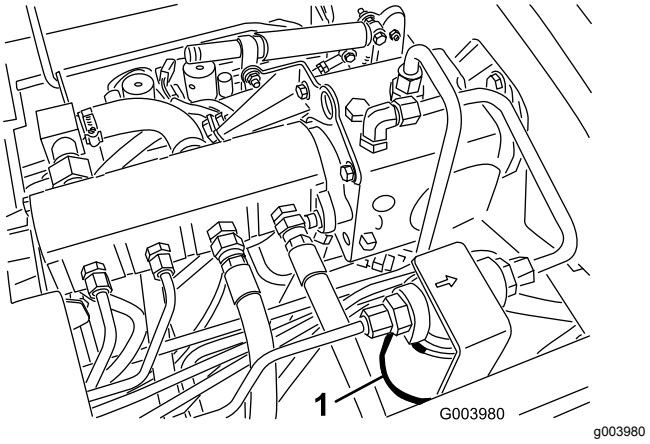
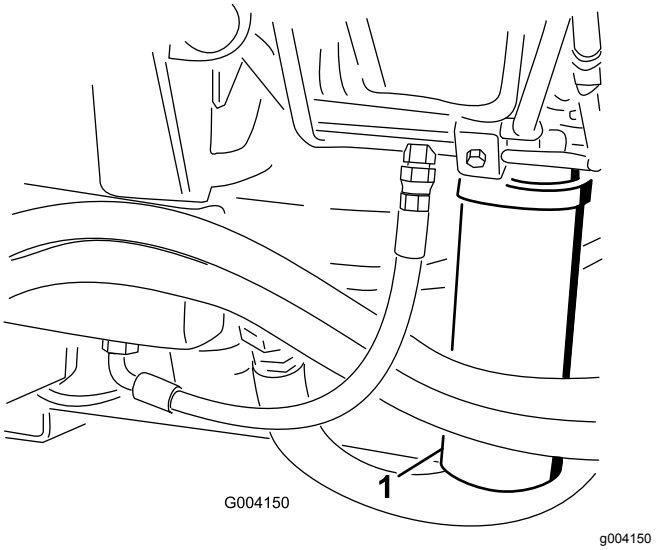

Figur 70
Figur 71
2. Rengør området rundt om filtermonteringsområdet, og sæt en bakke under filteret (Figur 70) og (Figur 71).